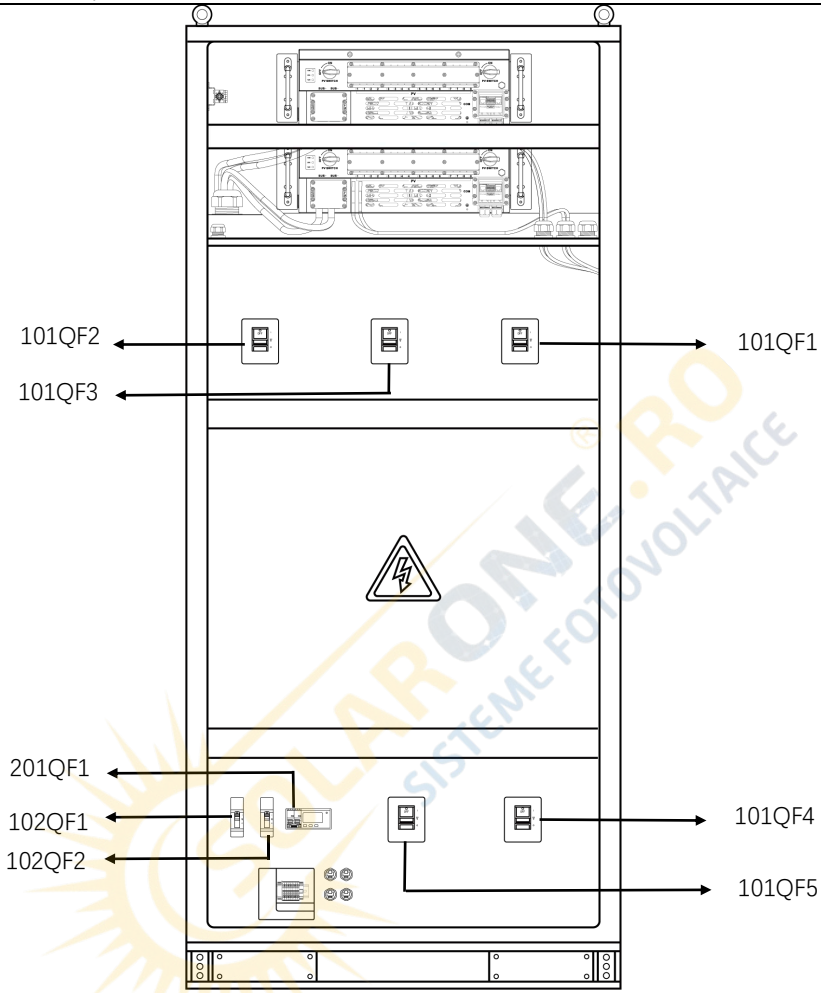

Figure.3
2. Perform an visual inspection to ensure all breakers from **101QF1** to **101QF5** and from **102QF1** to **102QF2** are disconnected. See the Figure.3.
3. Have the external power grid and diesel generator energized, and measure whether the external voltage is normal by a multimeter.See the Figure.3.
4. Turn on circuit breakers **101QF1** and **101QF2**, and visually inspect whether the indicator lights of the power grid, diesel generator, and STS transfer switch are properly illuminated.See the Figure.3.
5. Turn on circuit breaker **201QF1** and visually inspect whether the 24V load indicator light is properly illuminated. See the Figure.3.
6. Turn on circuit breaker **101QF4** and visually inspect whether the load indicator light is properly illuminated. See the Figure.3.
7. Turn on circuit breakers **101QF5, 102QF1** and **102QF2**. See the Figure.3.
2. Turn off circuit breakers **101QF5**, **102QF1** and **102QF2**. See the Figure.3.